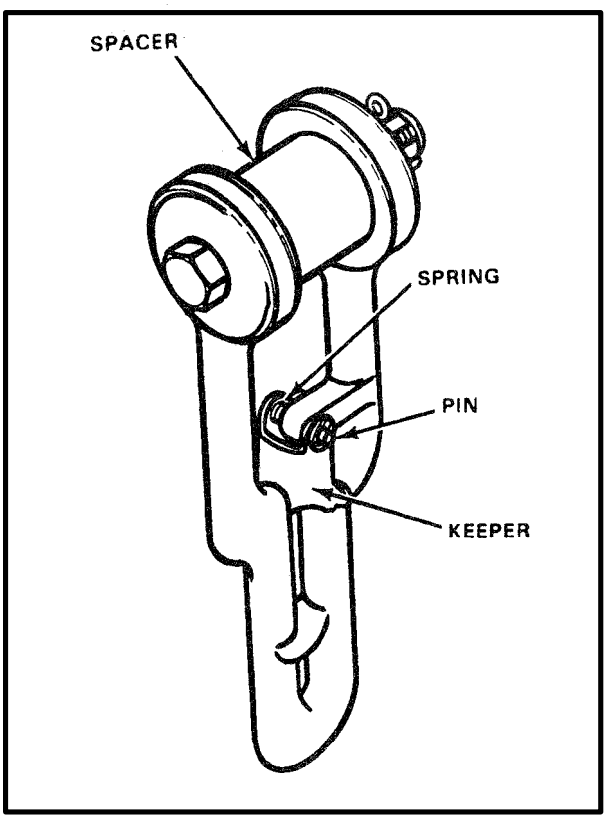

*Figure 6-28. Grab Link*
**c. Grab Link.** Each sling leg has a grab link (Figure 6-28) connected to the lower eye of the sling leg. The grab link attaches the sling leg to the chain section and permits varying the length of the chain. The grab link is